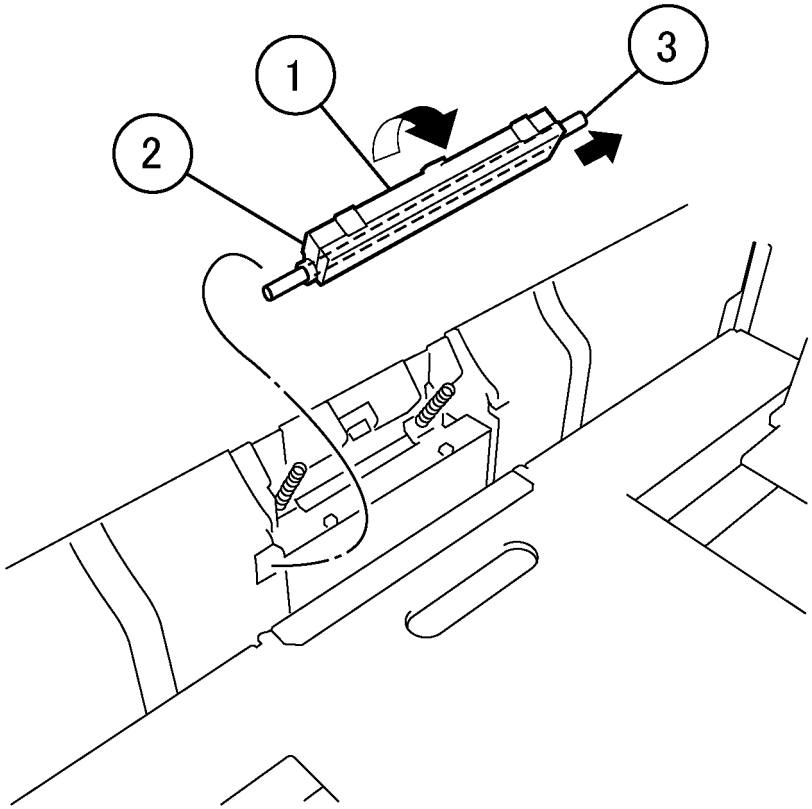

Рисунок 2 Снятие тормозной площадки (j0ch40202)
4. Снимите тормозную площадку (рисунок 2).